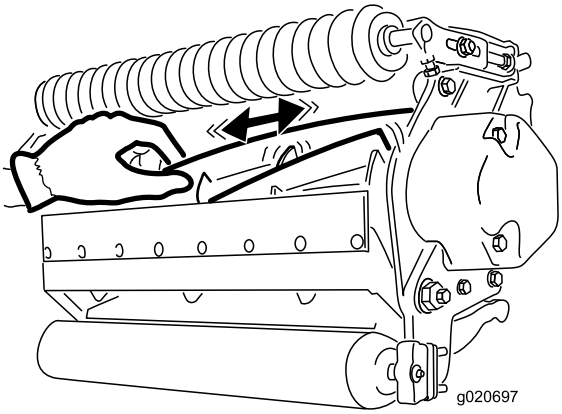

Rysunek 27
2. Za pomocą szmatki lub grubo wyścielanej rękawicy chwyć ostrze bębna i spróbuj poruszać zespołem bębna w lewo i prawo (Rysunek 27).